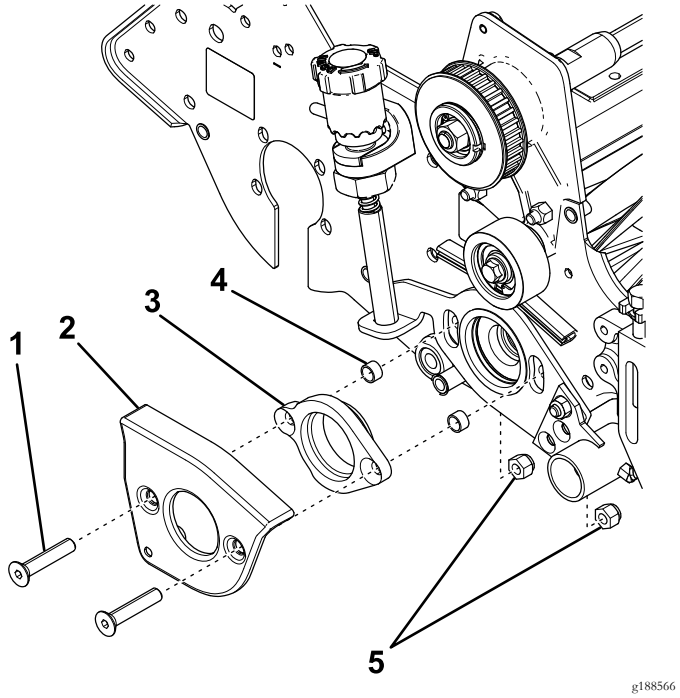

Bild 11
1. Setzen Sie die zwei Senkschrauben durch die Abdeckung des Groomerarms und den Lageradapter ein und legen Sie die neuen Distanzstücke auf die Enden (Bild 11).
2. Stecken Sie die Senkschrauben durch die Seitenplatte und befestigen sie mit den zwei Sicherungsmuttern (Bild 11).